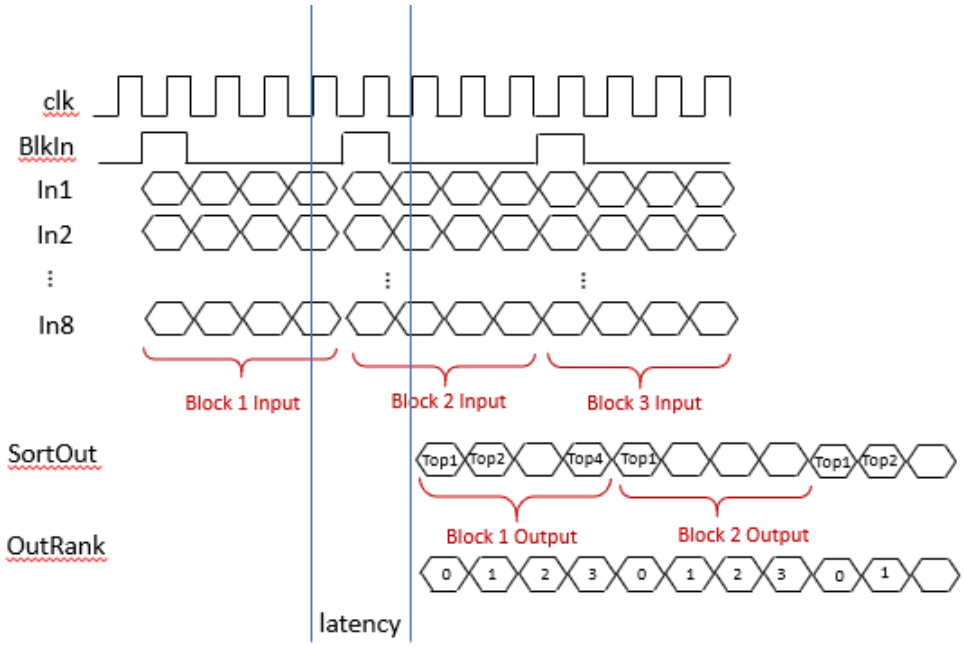

Fig. 4 Timing diagram
2. Please use Verilog to implement **Sort8** with bitonic sorter revised from Fig. 4. Feed the 8 inputs $[x_1\ x_2 \ldots x_8]$ simultaneously in one clock cycle. Observe the outputs to realize sorting among eight elements in one group. Use $[x_1\ x_2 \ldots x_8]$ as the input and check for the correctness of the function "**Sort8**", which can generate sorted output from maximum to minimum. Indicate this function output in the timing diagram of your behavior simulation results. (If the data value inside the timing diagram can not be clearly seen, it will not be regarded as correct answers.) (10%)